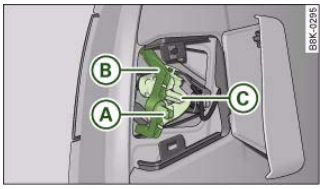

Fig. 279 Boot lid: Removing bulb carrier
– Using the screwdriver, unscrew the nut ⇒ fig. 279 Ⓐ in the anti-clockwise direction and remove the nut and the retaining clip Ⓑ.